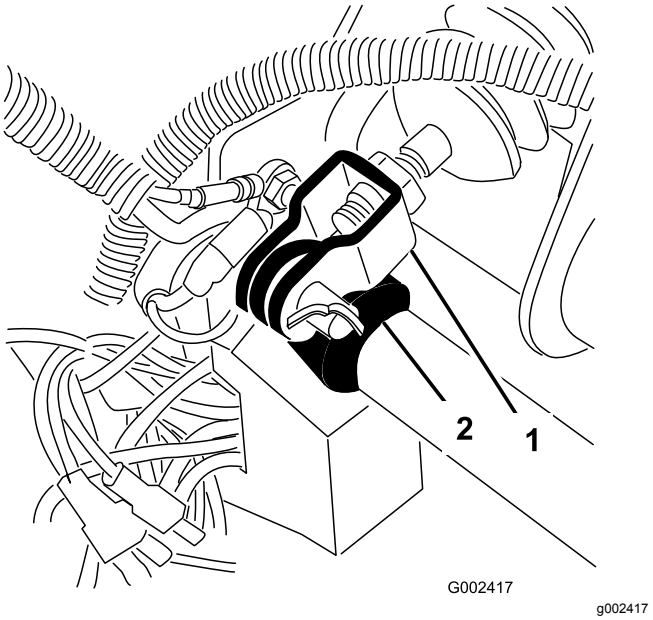

Figur 60
1. Ta bort saxpinnen och sprintbulten som fäster huvudcylinderoket vid bromspedalstappen (Figur 60).